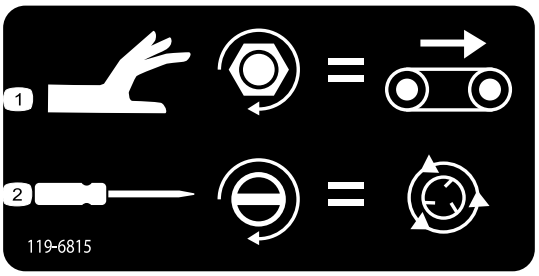

Rysunek 44
- Aby wyregulować prędkość podłogi (Rysunek 44), obróć pokrętło w prawo. W systemie obsługi kodowanym kolorami stosowana jest maksymalna prędkość podłogi, więc regulacja ta jest możliwa przy braku przepływu hydraulicznego. Jest to bardzo przydatne, gdy kosz samowyładowczy jest pełen piasku.
- Aby wyregulować prędkość rozrzutnika (Rysunek 44), użyj wkrętaka płaskiego, obracając go w prawo, aby ją zwiększyć, lub w lewo, aby ją zmniejszyć.